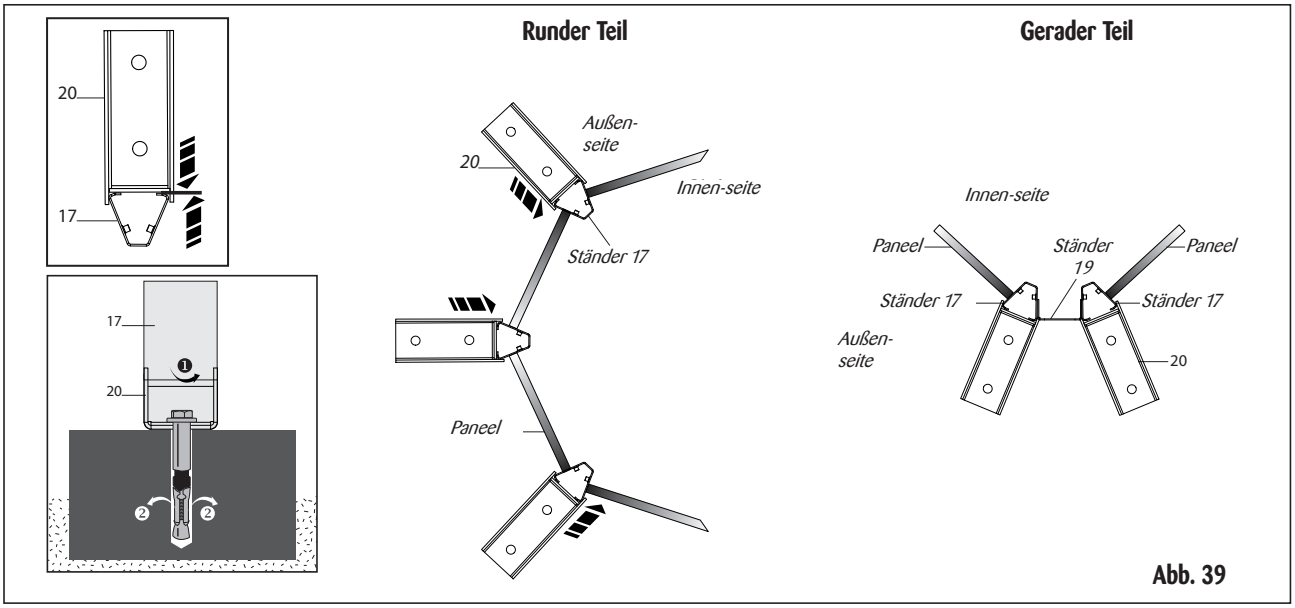

Abb. 39
c) Befestigen SIe die Anschlagplatten 20 an der Bodenplatte mit Dübeln 22, siehe Abb. 39.